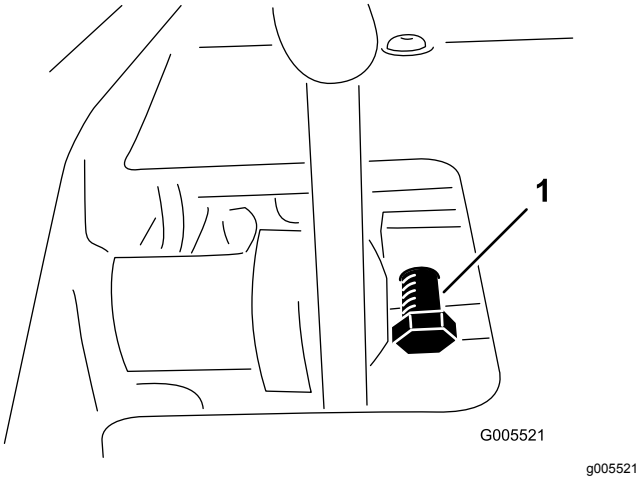

**Figur 54**
1. Løsne låsemutteren på pedallåsebolten (Figur 54).